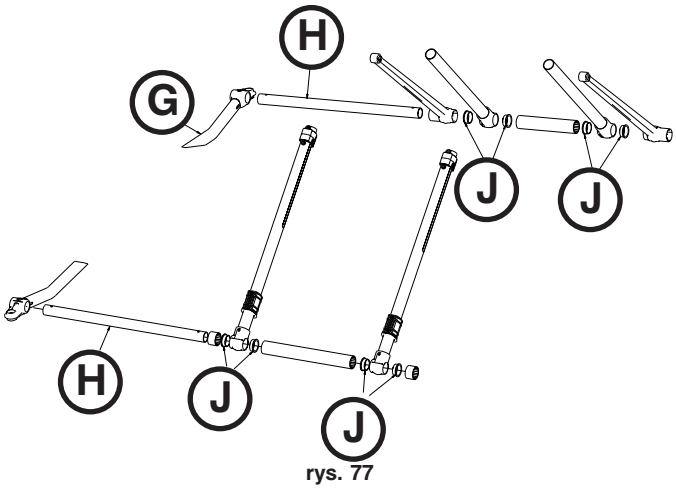

rys. 77
6. Zdemontować złącze spawane zewnętrznej rury podstawy (G) od strony, z której wystąpiło uszkodzenie. Pozostawić przeciwną stronę, aby podtrzymywała ramę krzyżakową (rys. 77).
7. Przesunąć dolne rury podstawy (H) przez nogi ramy krzyżakowej, aby poluzować mocowania ramy krzyżakowej (rys. 77).
8. Zdemontować rurę wewnętrzną i zachować tuleje (J), aby użyć ich w nowej rurze (rys. 77).